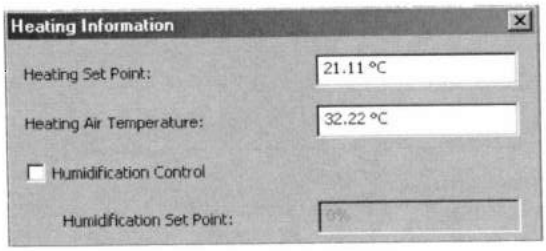

Рис. 38.13. *Настройка температуры обогрева*
- **Heating Information (Информация по обогреву)** – данные по обогреву зоны, представляемые в одноименном боксе (рис. 38.13), который открывается кнопкой **Edit** в строке данного параметра: